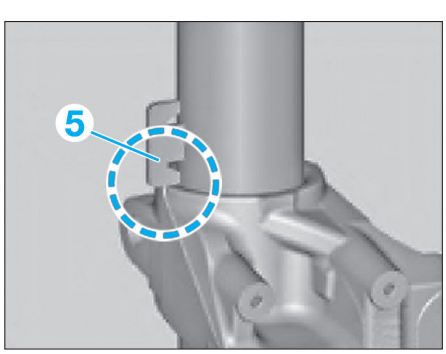

Fig. 36
- Veiller à ce que le pivot vienne bien en appui contre la butée (5) **(Fig.36)**.